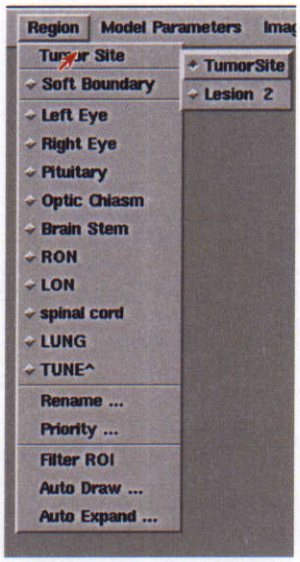
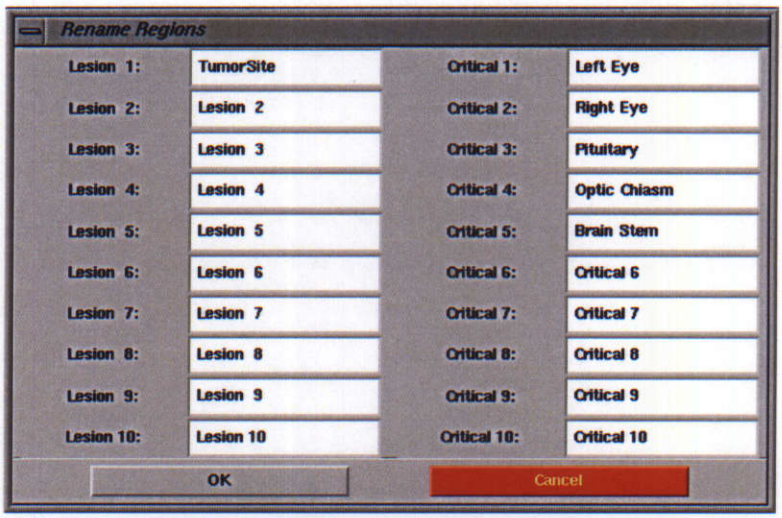
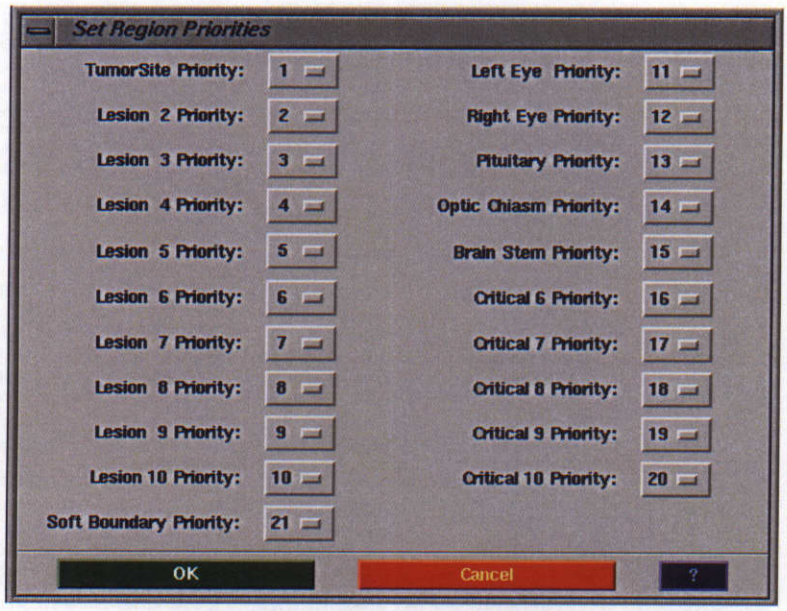
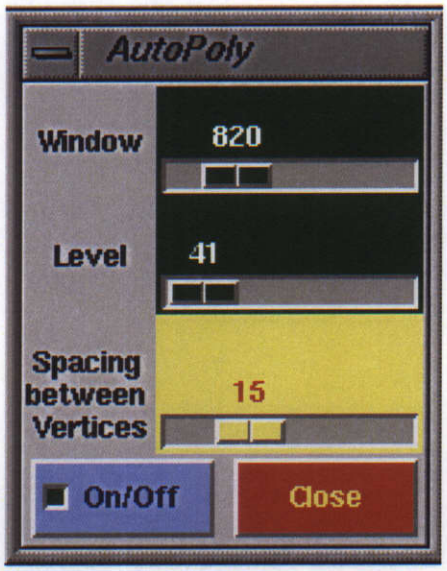

**Figure 5 Region Menu**
**Figure 6 Rename Regions of Interest**
**Figure 7 Set Region Priorities**
**Figure 8 Automatic Polygon Delineation**
From the Region menu (*Figure 5 Region Menu, page 6*) of the menu bar, click a **TUMOR SITE, SOFT BOUNDARY**, or one of the ten critical structures to make it active. The Tumor Site menu lists the available tumors you can select. Typically, the list of tumor sites include all tumors previously delineated and one tumor not yet delineated.
The Rename function of the Region menu (*Figure 5 Region Menu, page 6*) allows you to assign a user-specific name to critical structures and the tumor target. Click **RENAME** and the Rename Regions window appears (*Figure 6 Rename Regions of Interest, page 7*). Update the desired names in the respective text fields and click **OK** to change or **CANCEL** to leave the names unchanged.
Each ROI has a priority of 1 through 21 given to it. This priority resolves overlapping regions. The highest priority is one, and the lowest priority is 21. If two or more regions intersect at a voxel, the voxel is identified with the region with the highest priority. Priorities are set with the Set Region Priorities window, (*Figure 7 Set Region Priorities, page 8*). To display this window, select the **PRIORITY** button from the Region menu (*Figure 5 Region Menu, page 6*). For *Inverse Planning*, a voxel has only one region type. For volume calculations, areas of overlapping regions of interest are treated as part of each region.
The default ROI to delineate is the tumor site or Lesion 1. Two options are available to change the active ROI. The primary method is to select the desired region from the Region menu (*Figure 5 Region Menu, page 6*). The region can also be changed by picking the boundary of the desired region while the <Shift> key is pressed.
Select **AUTO DRAW** from the Region menu (*Figure 5 Region Menu, page 6*) to display the window (*Figure 8 Automatic Polygon Delineation, page 11*) you will use to automatically generate polygons using the CT number. The default Window (820) and Level (10) are good for delineation of the lung. The Window and Level display can be modified by changing the top two sliders. The third slider sets the spacing of the vertices. The lower the number, the denser the node spacing.
To draw an ROI by "growing" a previously drawn ROI, select **AUTO EXPAND** from the Region menu (*Figure 5 Region Menu, page 6*). The menu in appears. The basis region is a preexisting polygon. The grown region is the ROI you wish to generate.